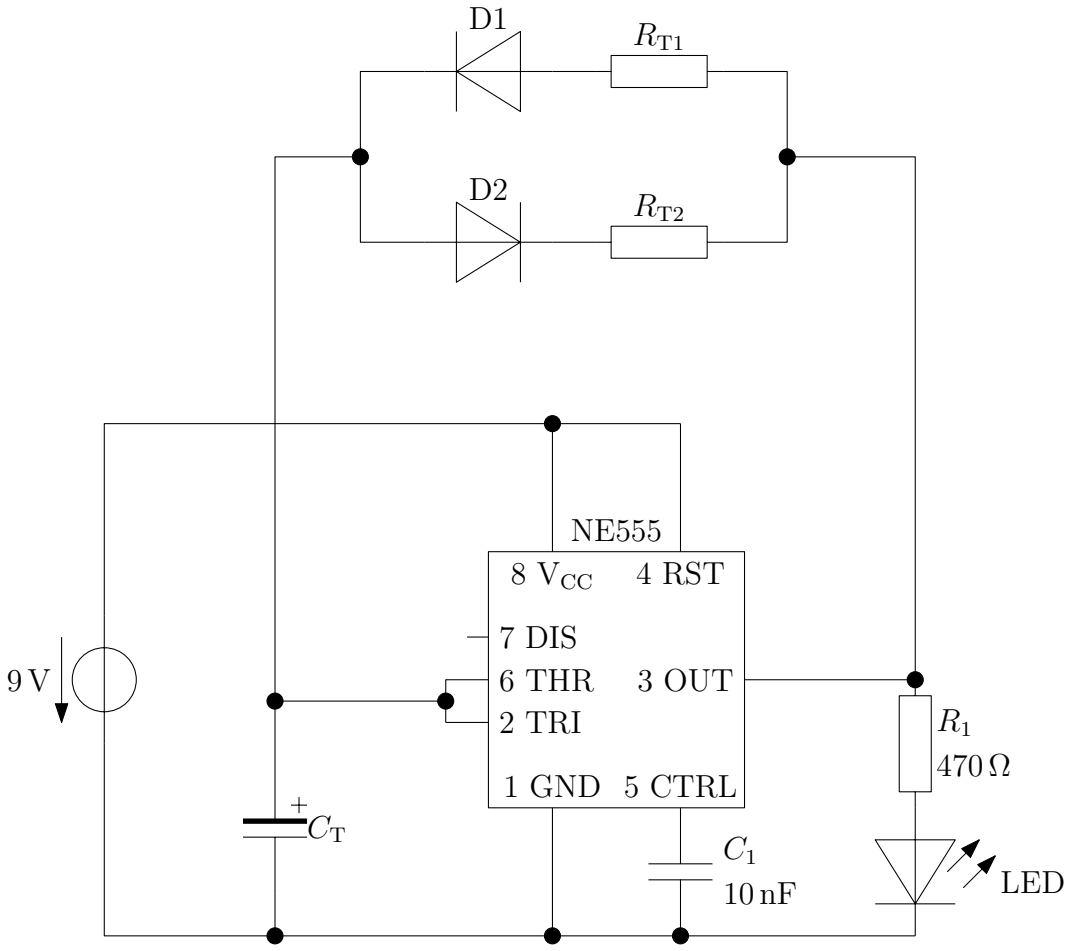
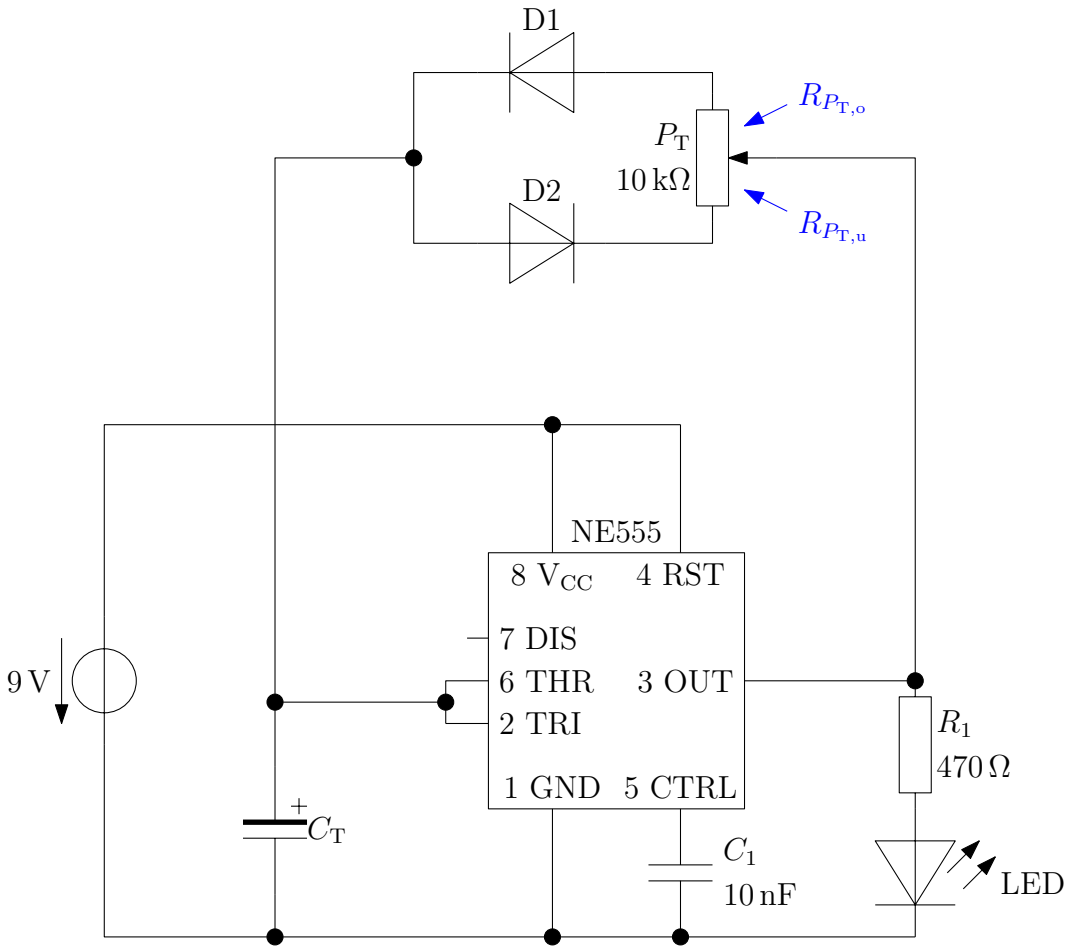

Abbildung 2.30: Experiment – Blinklicht mit frei einstellbarer Ein- und Ausschaltzeit
Abbildung 2.31: Experiment – Variable PWM mit dem NE555
**Versuchsaufbau und -durchführung** Bauen Sie die Schaltung nach Abb. 2.30 auf. Verwenden Sie folgende Bauteilwerte, wobei Sie die Widerstandswerte variieren:
**Versuchsaufbau und -durchführung** Bauen Sie die Schaltung nach Abb. 2.31 auf. Verwenden Sie $C_T = 100\,\mu F$. Drehen Sie am Potentiometer und beobachten Sie die LED.
**Erklärung** Die Schaltung funktioniert genauso wie die vorherige. Der Winderstand $R_{T1}$ in Abb. 2.30 wird in Abb. 2.31 jedoch durch den oberen Teil des Potentiometers $R_{P_{T,o}}$